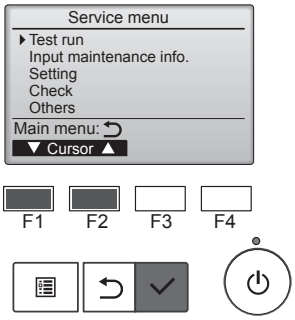

Fig. 7-3
③ Select "Test run" with the F1 or F2 button, and press the ☑ button. (Fig. 7-3)